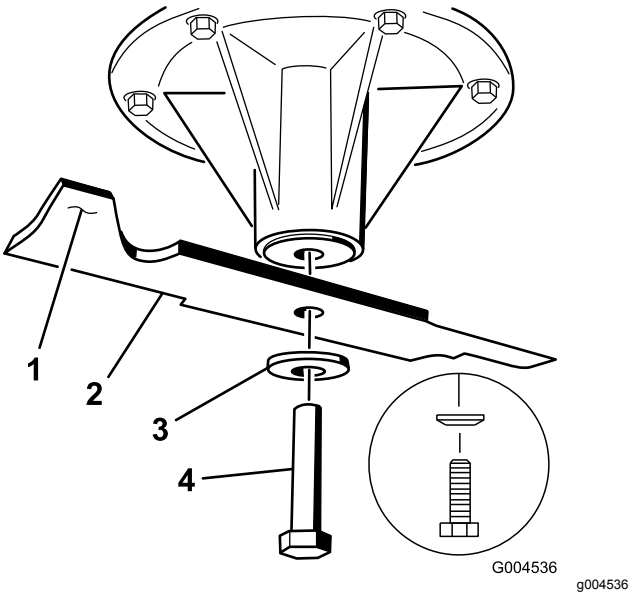

**Figur 102**
2. Avlägsna knivskruven, den böjda brickan och kniven från spindelaxeln (Figur 102).